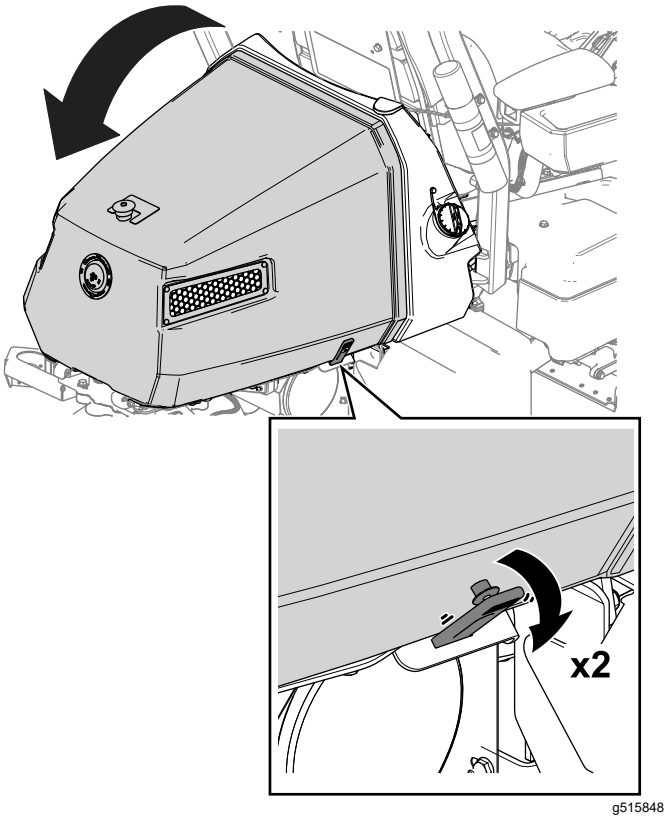

Bild 42
1. Lösen Sie die Gurte von beiden Seiten der Motorhaube (Bild 42).
2. Öffnen Sie die Motorhaube (Bild 42).